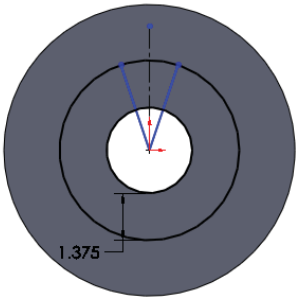

Figure 2-33 *Sketch after mirroring the line*
22. Choose the **OK** button ( ) from the **Mirror PropertyManager**; the mirror image of the selected entity is created, as shown in Figure 2-33.